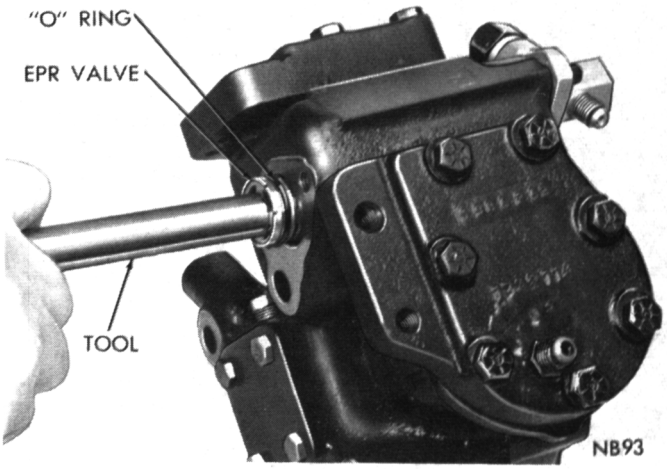

Fig. 56—Removing the EPR Valve
(2) Remove the "EPR" Valve and "O" ring from the compressor using Tool C-3822 by rotating the valve coonterclockwise slightly (Fig. 56).